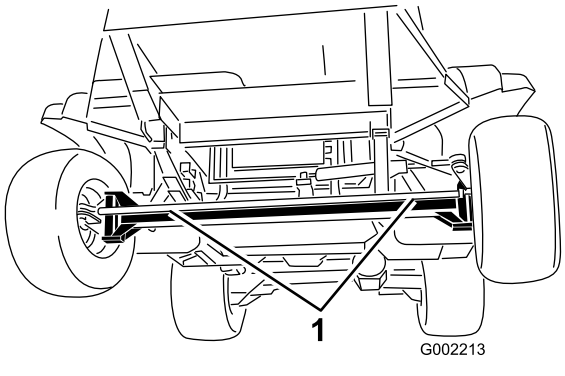
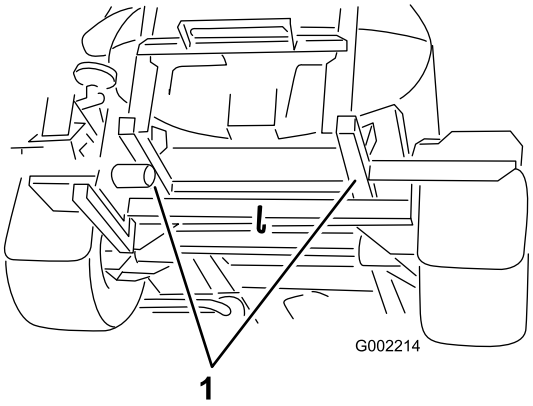

Figura 61
Figura 62
4. Conecte un cable de remolque al bastidor; consulte los puntos de remolcado delanteros y traseros (Figura 61 y Figura 62).